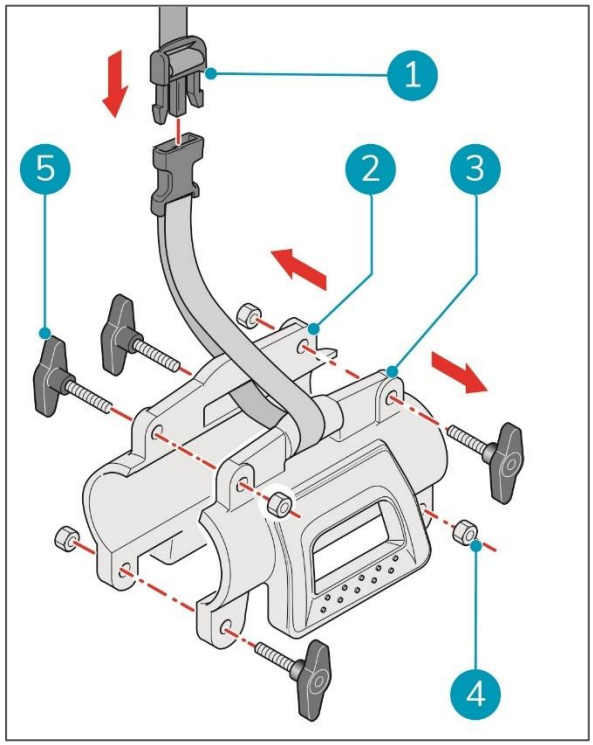

Abbildung 18
1. Entfernen Sie den Power Wash Träger vom Halteband (Abbildung 18, Pos. 1).
2. Entfernen Sie die Flügelmuttern (4x) (Abbildung 18, Pos. 5) und Schrauben (4x) (Abbildung 18, Pos. 4) vom Power Wash Träger.
3. Trennen Sie die beiden Trägerhälften (Abbildung 18, Pos. 3, 4).